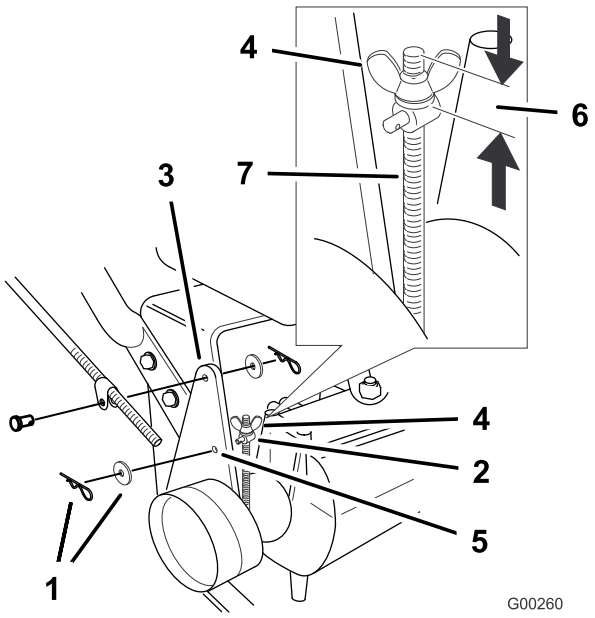

Figura 46
Nota: Para el ajuste inicial, ajuste la tuerca de orejeta hasta que se encuentre a 32 mm (1-1/4 pulg.) de la parte superior de la varilla (Figura 46).
5. Para ajustar el freno, retire el pasador de horquilla y la arandela de la palanca del freno y el collar (Figura 46).
8. Instale el collar en el taladro F (Figura 46). Apriete la tuerca de orejeta.
9. Fije el collar a la palanca de freno con la arandela y el pasador de horquilla (Figura 46).